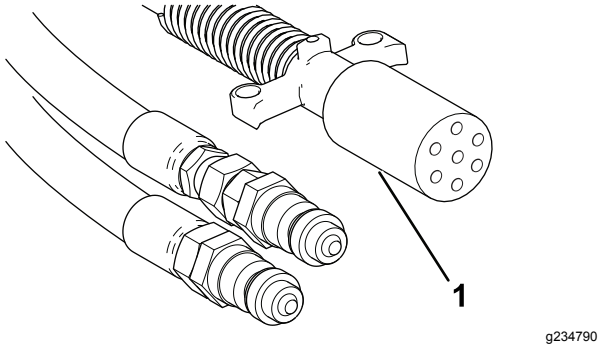

Figur 21
8. Tilslut det viklede strømkabel med 7 ben til stikkontakten på maskinen og bugseringskøretøjet (Figur 21).